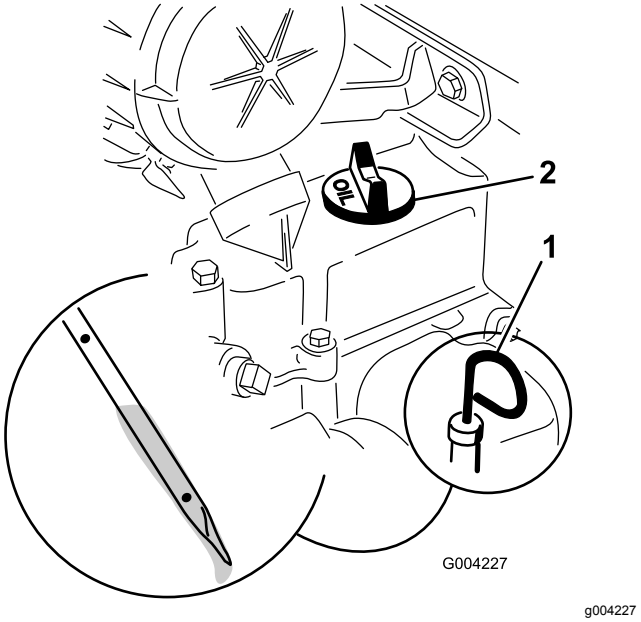

**Figur 32**
4. Gör rent området kring oljestickan (Figur 32).
5. Drag ut oljestickan och torka av metalländen (Figur 32).
6. Stick ned oljestickan helt i oljestickans rör (Figur 32).
8. Om oljenivån är låg (under det nedersta hålet) rengör du runt oljepåfyllningslocket och tar loss påfyllningslocket (Figur 32).
6. Ta loss påfyllningslocket (Figur 32) och fyll långsamt på med cirka 80 % av den angivna oljemängden genom ventilkåpan.
9. Ta loss påfyllningslocket (Figur 32) och fyll långsamt på med cirka 80 % av den angivna oljemängden genom ventilkåpan.